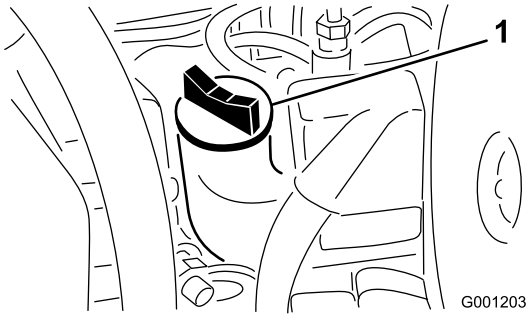

Figuur 23
3. Als het oliepeil beneden de Vol-markering staat, verwijdert u de vuldop (Figuur 23) en vult u bij met olie totdat het oliepeil de Vol-markering op de peilstok bereikt. **Niet te vol vullen.**.